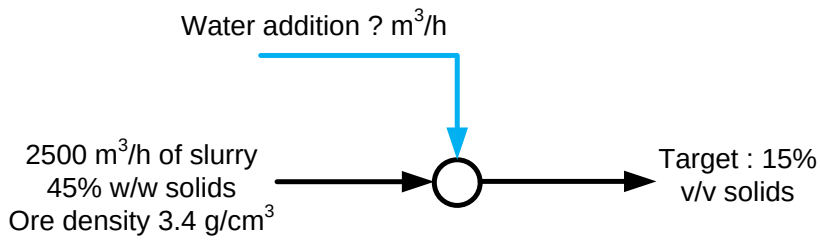

Figure 2. Rougher spiral bank dilution.
b. The feed to a rougher bank of spirals should not exceed 15% solids by volume. The slurry that comes from the grinding circuit contains 45% solids by weight and is flowing at 2500 m^3/h (see Figure 2). The ore density is 3.4 g/cm^3. Calculate the flow (m^3/h) of dilution water required to have the target slurry density at the rougher spiral feed (5 points).